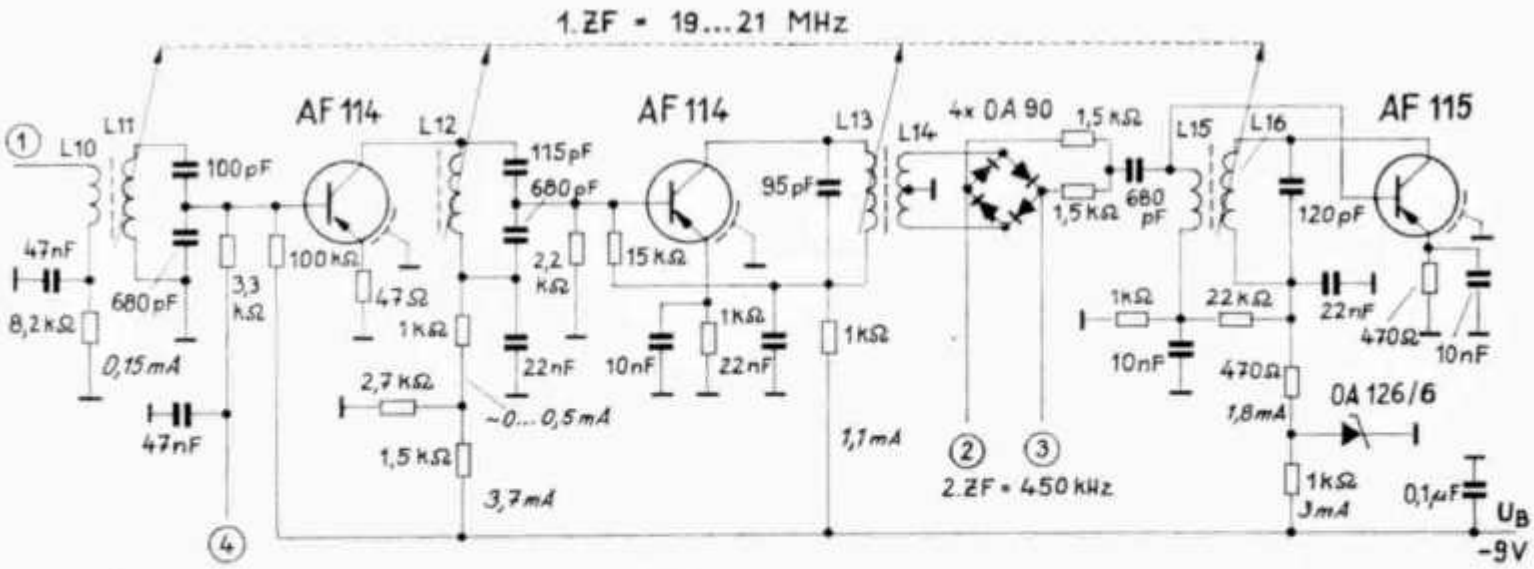

Abb. 4. Schaltung des 1. Zf-Teils
**Abb. 4** zeigt die Stufen der ersten Zf und den zweiten Oszillator. Die dem Mischer folgende Transistorstufe (AF 114) ist in die automatische oder Handregelung einbezogen. Wie eingangs erwähnt, werden die drei Zf-Kreise und der Oszillatorkreis induktiv abgestimmt. Einseitig gelagerte Stabkerne (Vogt) tauchen in für sich abgeschirmte Spulen ein und verändern die Zwischenfrequenz mit 250 kHz je Millimeter mechanischem Hub. Die Reproduzierbarkeit der Frequenzeinstellung hängt von der Präzision der Antriebsmechanik ab. Das ist in erster Linie für die Variation des Oszllatorkreises (L 16) bedeutsam. Der Nachbau ist zweifellos mühsamer als der Einbau eines Mehrfach-Drehkondensators, dafür kostet er nur einen Bruchteil. Die zweite Mischstufe ist als Ringmischer, bestehend aus vier Dioden OA 90 geschaltet.